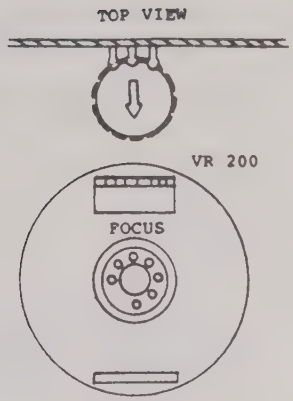

Figure 3-7. CRT Satellite Board Focus Adjustment
4. Adjust the VR200 FOCUS pot. on the CRT Satellite board to the approximate setting indicated in Figure 3-7. Characters in the corners of the display and in the center of the screen should be as sharp as possible. Use the Timing screen with EDIT on to adjust the focus.